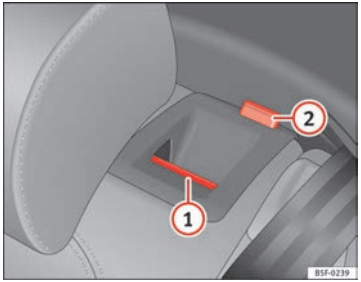

Fig. 91 In the rear seat backrest: release tab ①; red marking ②
- Push the release tab ⇒ Fig. 91 ① forwards and at the same time fold down the backrest.
- The rear backrest is released when the red mark of button ② can be seen.
The rear backrest is released when the red mark on button ⇒ Fig. 91 ② can be seen.